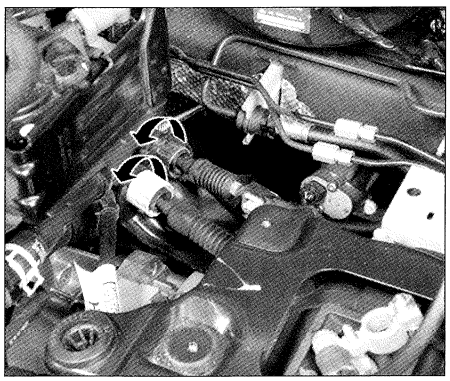

FIG. 2
• Separar los cables del cambio de velocidades del tope. Para ello, girar los cables en sentido antihorario **(fig. 2).**